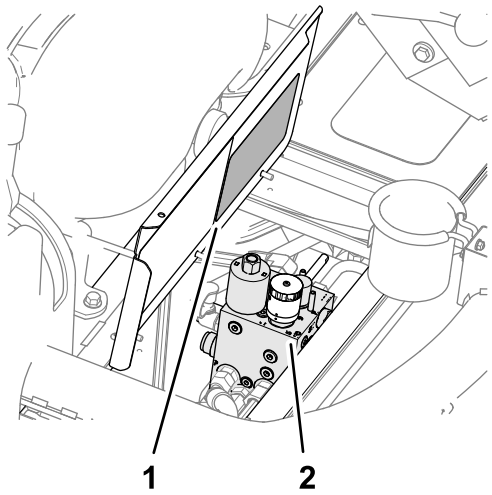

Figuur 42
4. Open de kap van het platform (Figuur 42).